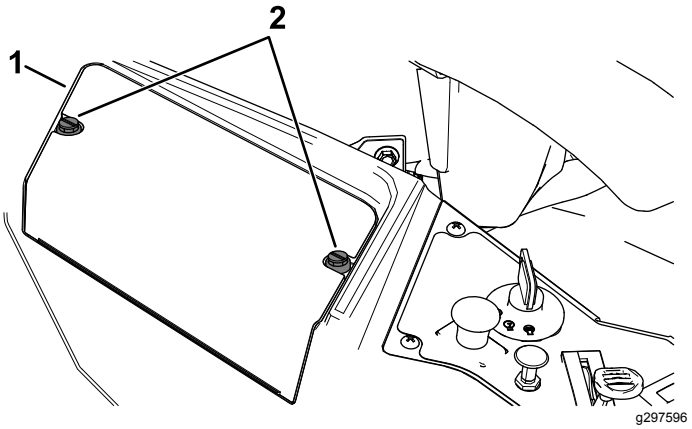

Figur 55
3. Løsn de to fastgørelsesanordninger på batteridækslet mod uret 1/4 omgang, og fjern batteridækslet (Figur 55).
6. Monter batteridækslet ved at skubbe ned og spænde to fastgørelsesanordninger med uret (Figur 55).